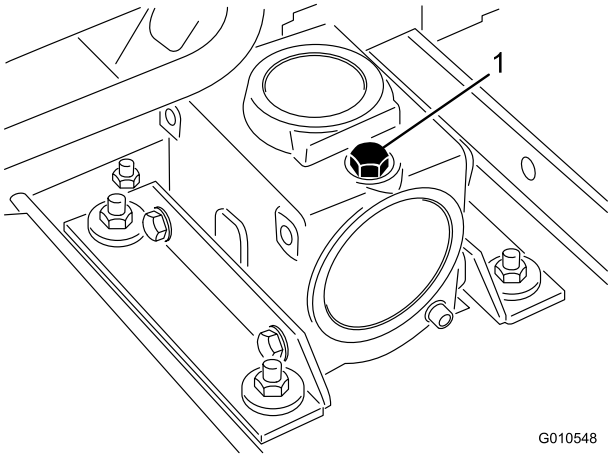

Figure 13
2. Retirez la jauge/le bouchon de remplissage du haut du boîtier d'engrenages (Figure 13) et vérifiez que le niveau de lubrifiant se situe entre les repères de la jauge. Si le niveau de lubrifiant est trop bas, faites l'appoint de lubrifiant pour faire monter le niveau entre les repères.